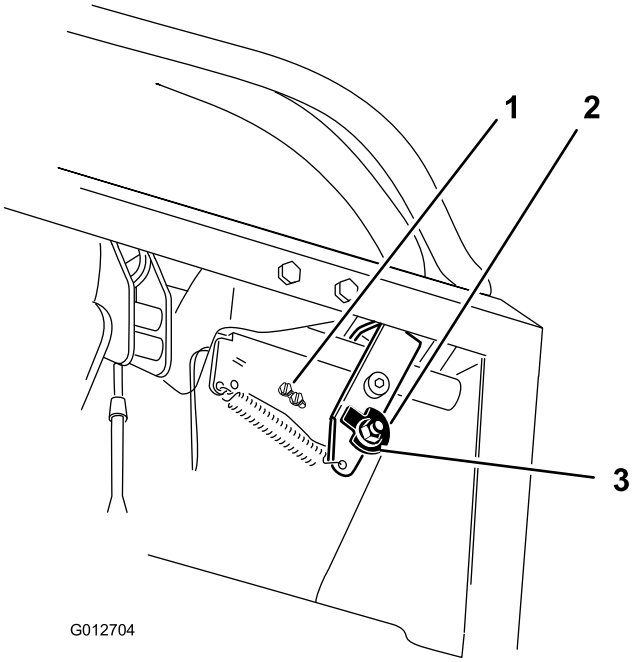
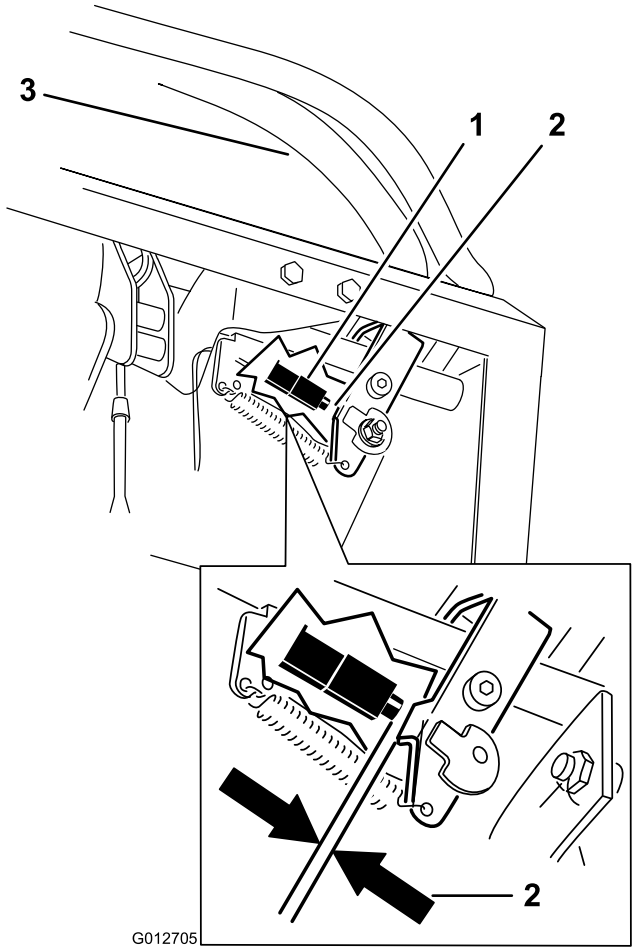

Figura 70
Figura 71
7. Allentate il dado che regge la camma (Figura 70).
10. Controllate la distanza tra la leva di comando e il comando come indicato nella Figura 71. La distanza deve essere di 3 mm con la leva di controllo del movimento destra in posizione di sblocco in folle.
11. Se necessario, allentate le viti che sorreggono il comando e regolatelo (Figura 70 e Figura 71).